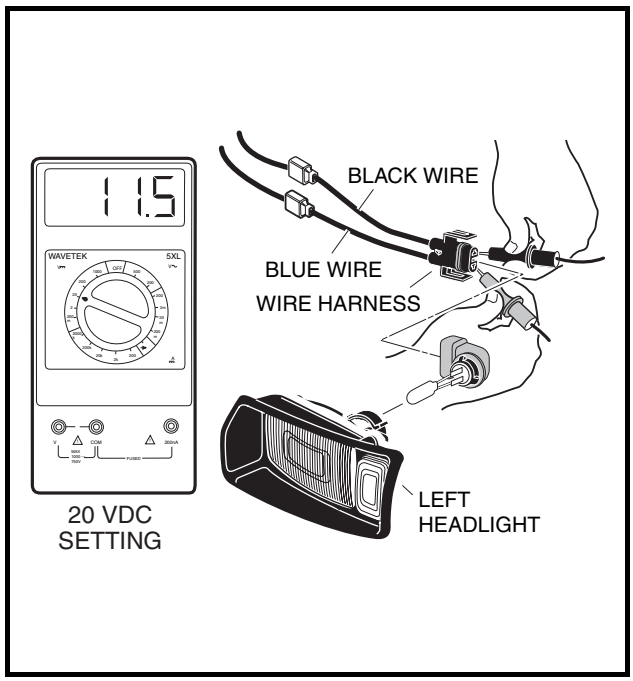

Figure 11-53 Headlight Socket Voltage Test
3. Disconnect the wire harness from the headlight **(Figure 11-53, Page 11-50)**.